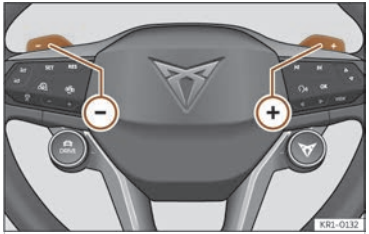

Fig. 107 Multi-function steering wheel: energy recuperation levers.
- Pressing the steering wheel levers **+** or **–** temporarily activates the manual selection of the energy recuperation level.››› Fig. 107 Automatic recuperation is reactivated by pressing the accelerator pedal again.
- Select the energy recuperation level with the steering wheel levers **+** or **–** ››› Fig. 107.